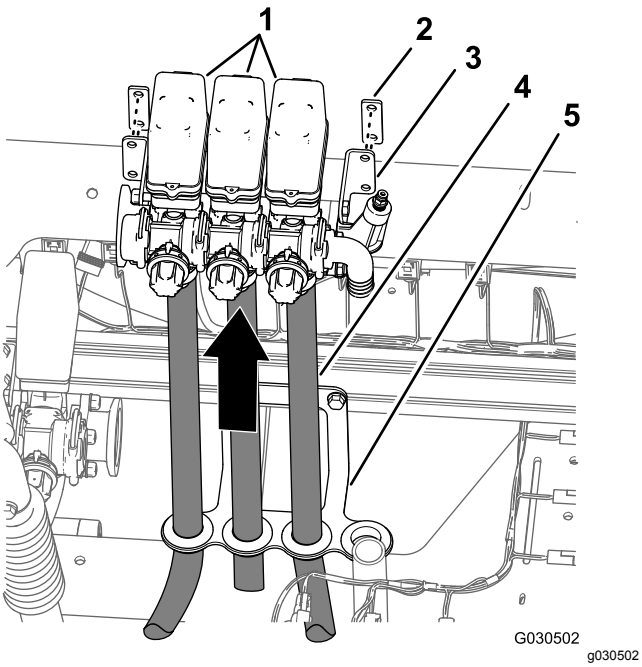

Figur 65
8. Med de tre bomslanger monteret på de tre bomsektionsventiler – løft forsigtigt ventilerne af kabelrøret, og fjern ventilerne og slangerne fra maskinen (Figur 65).